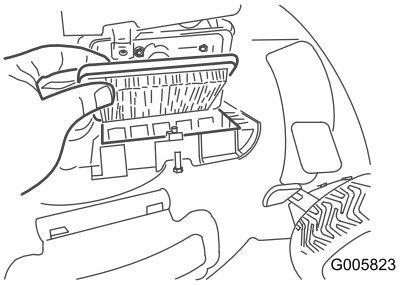

Figur 33
2. Byt ut luftfiltret (Figur 33).